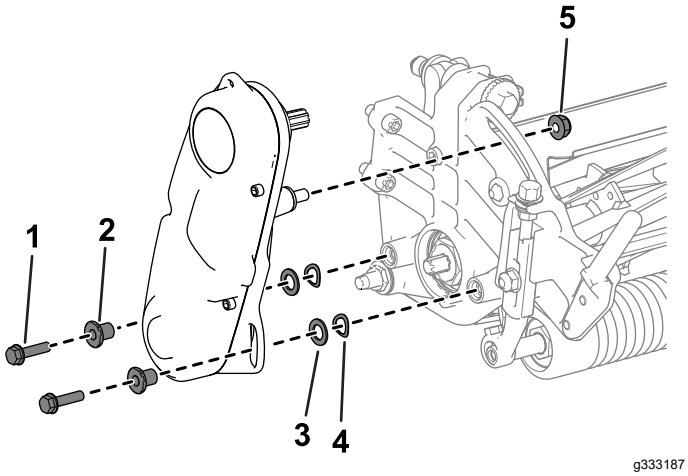

Rysunek 3
1. Odkręć elementy mocujące zespół napędu wrzeciona do płyty bocznej (Rysunek 3).
2. Zdemontuj zespół napędu wrzeciona, podkładki płaskie, podkładki sprężyste i elementy dystansowe z płyty bocznej (Rysunek 3).